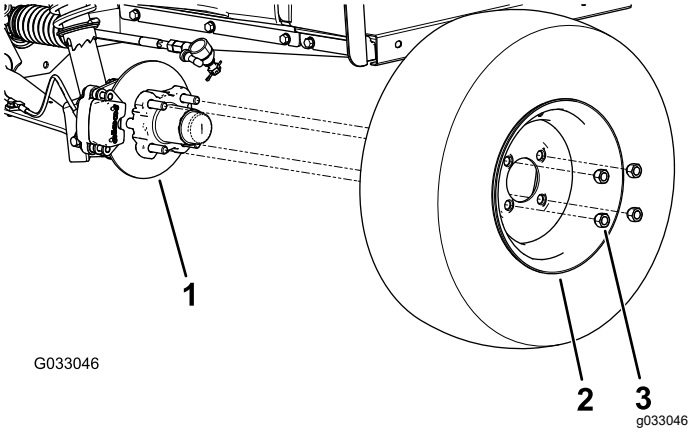

Figuur 26
2. Verwijder de 4 wielmoeren waarmee het wiel aan de naaf bevestigd is (Figuur 26).
4. Lijn de openingen in het wiel uit met de bouten van de naaf en monteer het wiel op de naaf met het ventiel naar buiten gericht (Figuur 26).
5. Bevestig het wiel aan de naaf met de wielmoeren (Figuur 26).